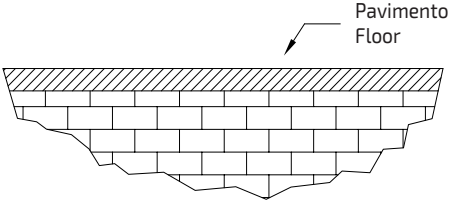

Fig.03
- Befestigen Sie die Box in das vorbereitete Gehäuse und achten Sie darauf, dass alles richtig ausgerichtet ist (Abb.03).